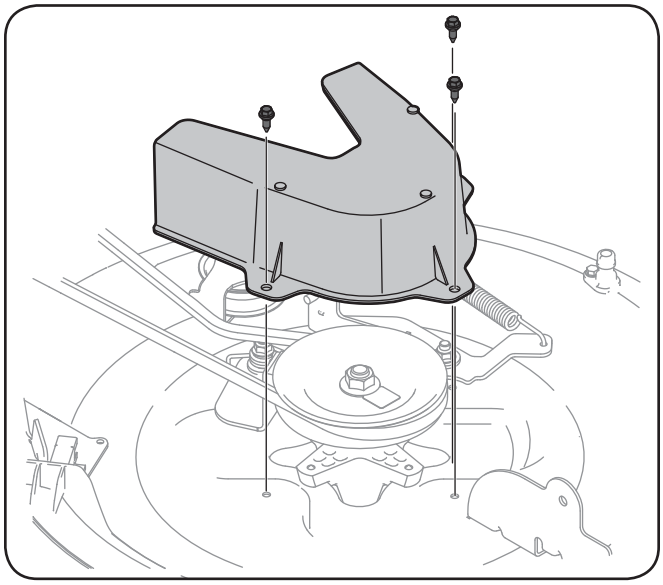

Figure 7-5
5. Enlevez le couvre-courroie en retirant les trois boulons hex. qui le retiennent. Voir la Fig. 7-5.